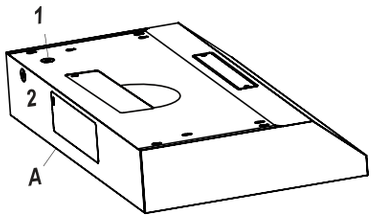

Fig. 10
- Choisir l'orifice prédécoupé à retirer en fonction de votre type d'installation. Utiliser le trou supérieur (1) si l'alimentation électrique se trouve dans l'armoire et le trou arrière (2) si l'alimentation électrique se trouve sur le mur sous l'armoire (voir Fig. 10).